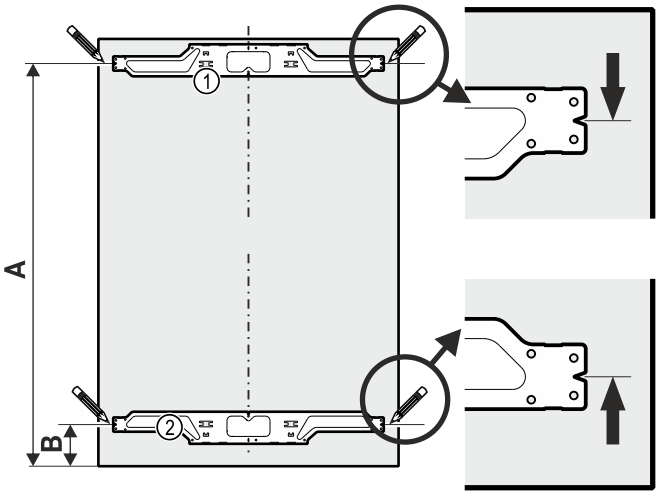

Fig. 32
▶ Marquer la ligne dans l'écart *Fig. 32 (A)*.
▶ Marquer la ligne à distance *Fig. 32 (B)* du côté inférieur de la façade du meuble.
▶ Aligner l'équerre de fixation supérieure *Fig. 32 (1)* à distance *Fig. 32 (A)* et la monter avec au moins six vis 4x14.
▶ Aligner l'équerre de fixation inférieure *Fig. 32 (2)* à distance *Fig. 32 (B)* et la monter avec au moins six vis 4x14.